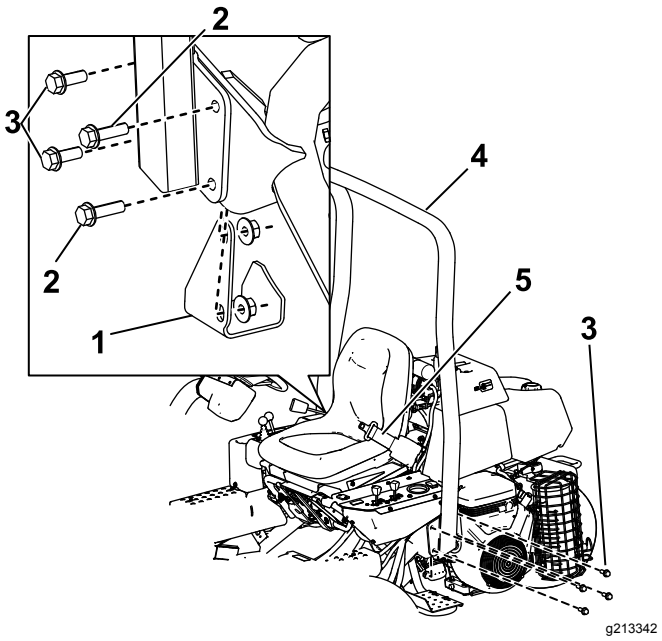

**Figur 6**
2. Sänk ned störtbågen (Figur 6) till monteringsfästena och passa in monteringshålen.
3. Sätt fast den vänstra sidan av störtbågen på monteringsfästet med fyra skruvar (½ x 1 ½ tum) och låsmuttrar (Figur 6).
monteringsfästet med två skruvar (½ x 1 ½ tum), två skruvar (½ x 1 ¾ tum) och låsmuttrar i enlighet med Figur 6.